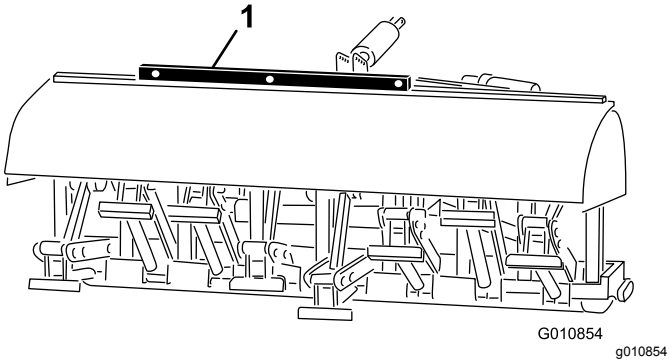

**Figuur 29**
2. Plaats een waterpas bovenop het frame van de beluchter om te controleren of deze waterpas staat (Figuur 29).